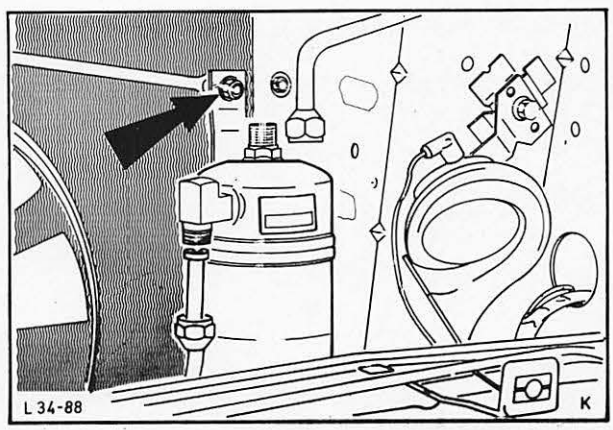

Abb. 58 Trockner an Kondensator anbauen
5. Trockenfilter am Kondensator befestigen, Abb. 58, Verbindungsleitungen an Trockenfilter befestigen. Neue mit Kältemittel benetzte O-Ringe verwenden.